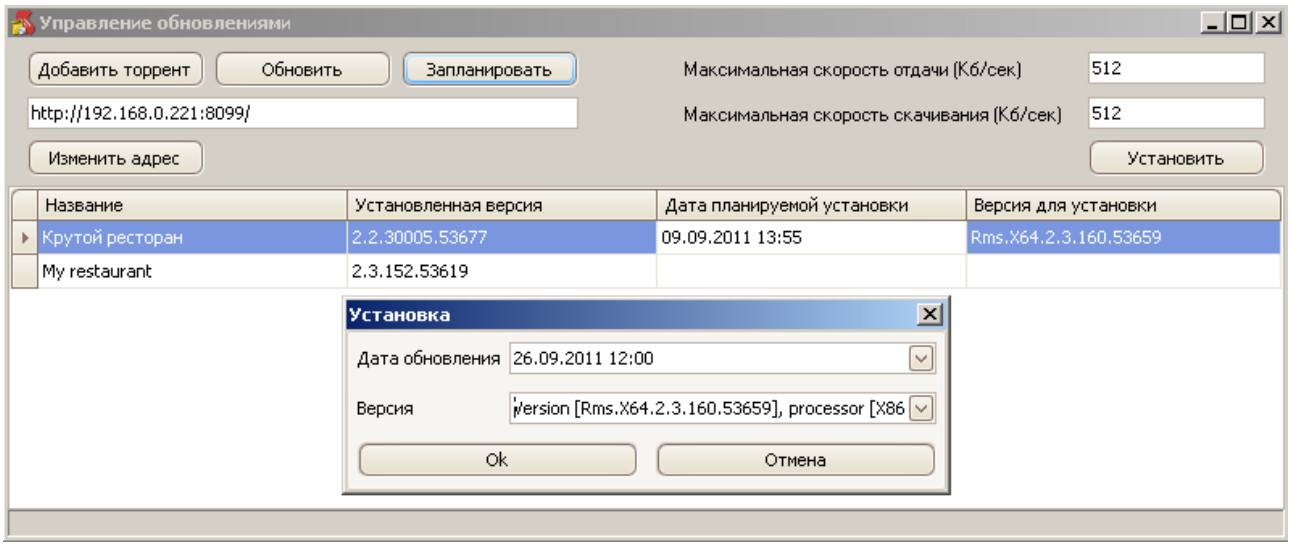

Рисунок 2 Окно Управление обновлениями
При запуске утилиты (**Пуск → Программы → iikoChain → iikoUpdater**) в окне настроек **Управление обновлениями** показывается внешний IP-адрес сервера обновлений. Вы можете его изменить, для этого введите новое значение в поле с адресом и нажмите кнопку **Изменить адрес** (см. Рисунок 2).
6. Для каждого ресторана запланируйте время обновления на определенную версию iikoRMS. Для этого нажмите кнопку **Запланировать**, укажите дату, время и версию для установки, нажмите кнопку **ОК** (см. Рисунок 2).